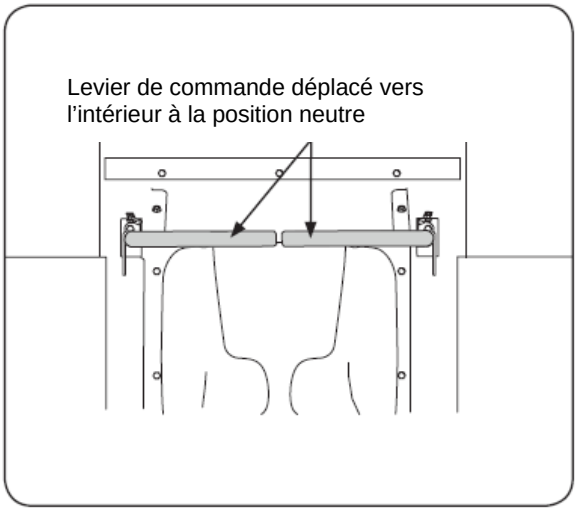

Figure 5-1
3. Déplacez les leviers de commande de gauche et de droite vers l'intérieur, dans la position neutre. (Référez-vous à la Figure 5-1.